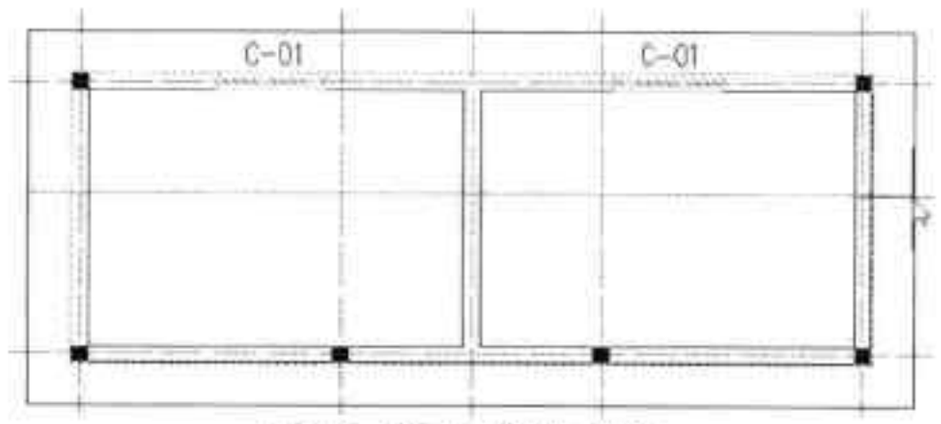

图16-107 指定屋脊线
Step 01 执行“房间屋顶 > 人字坡顶”命令，根据命令行提示，选中屋顶线，然后指定屋脊线的起点与端点，如图 16-107 所示。